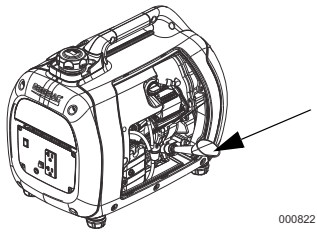

Figure 4-3. Orifice de remplissage d'huile avec entonnoir
4. Retirez le bouchon de l'orifice de remplissage d'huile. Vissez l'entonnoir dans l'orifice de remplissage. Voir *Figure 4-3*.